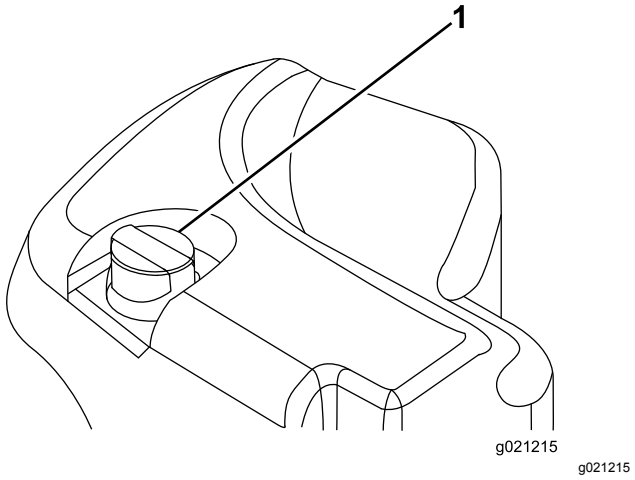

**Figur 101**
2. Gör rent omkring påfyllningsröret och hydraultanklocket (Figur 101). Skruva av tanklocket på påfyllningsröret.